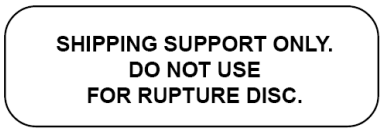

Figure 1 - Shipping Support Label
2. Remove and discard the shipping support (if provided) Shipping supports have ORANGE STICKERS on them - they are NOT a part of the rupture disc (See Figure 1).